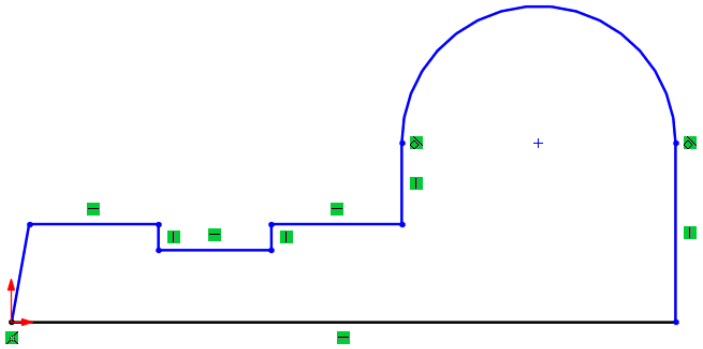

Figure 2-74 *Sketch using Line tool*
18. Choose the **Zoom to Fit** button from the **View (Heads-Up)** toolbar to fit the sketch into the screen. This completes the outer loop of the sketch. The sketch after drawing the outer loop appears, as shown in Figure 2-74.